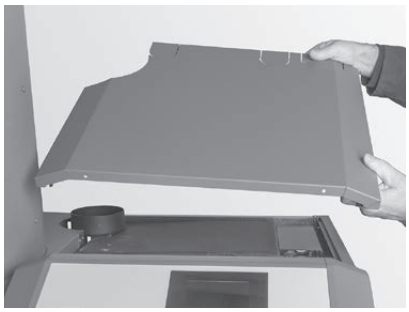

Fig. 92 Rimuovere il coperchio del rivestimento
- ▶ Togliere il coperchio del rivestimento – Fig. 92.